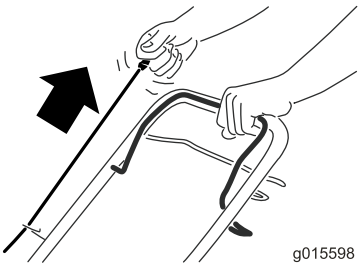

Figur 15
2. Dra i startsnörehandtaget (Figur 15).